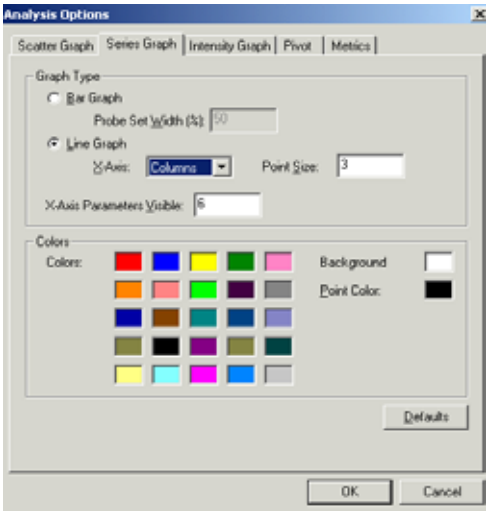

Figure 10.39
Some display features of the series graph may be modified. The Analysis Options dialog box displays the user-modifiable features **(Figure 10.39)**.
⇒ The Analysis Options dialog box appears **(Figure 10.39)**
1. In the Analysis Options dialog box **(Figure 10.39)**, click the **Point Color** or **Background** color square.